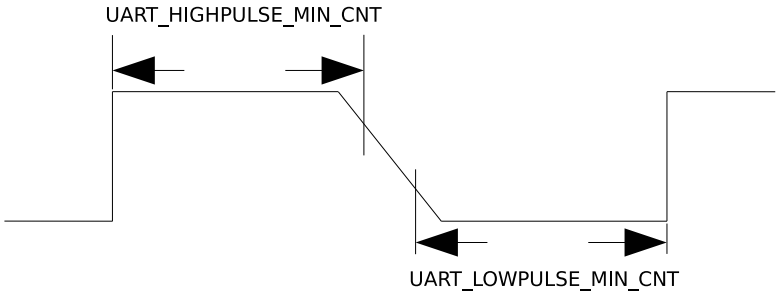

图 23-4. UART 信号下降沿较差时序图
2. 对于 UART 信号的下降沿信号比较差的情况，如图23-4所示，这时通过取 UART_LOWPULSE_MIN_CNT 与 UART_HIGHPULSE_MIN_CNT 的和平均得到的值不准确，可以通过 UART_POSEDGE_MIN_CNT 获取发送方波特率。计算公式如下：